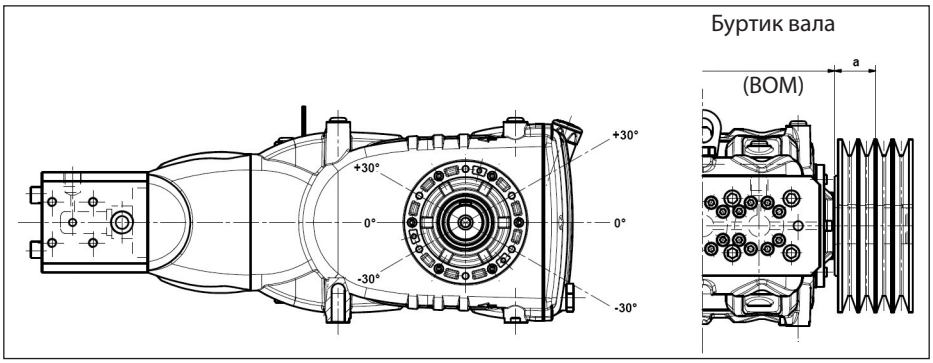

Рис. 11
Радиальная нагрузка на вал не должна превышать 7500 Н (значение, необходимое для определения плана компоновки). Передача считается соответствующей, если данная нагрузка прилагается на максимальном расстоянии **a=40 мм** от буртика вала (ВОМ), как указано на Рис. 11.
b) Пользуйтесь ремнями с высоким КПД, например, **XPB** вместо **SPB**, поскольку в этом случае потребуется меньшее количество ремней при одинаковой передаваемой мощности, что в свою очередь сократит расстояние между результирующей силой и буртиком вала (ВОМ) «a» на Рис. 11.
e) Натягивайте ремень в направлении, указанном на Рис. 11, в случае особых потребностей обратитесь в ***технический отдел*** или ***службу технической поддержки***.